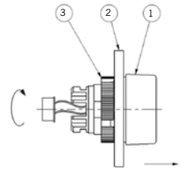

Rys. 5
3) Na końcu należy odkręcić nakrętkę mocującą (3), co umożliwi wyjęcie wskaźnika (1) z pulpitu (2) (rys. 5).